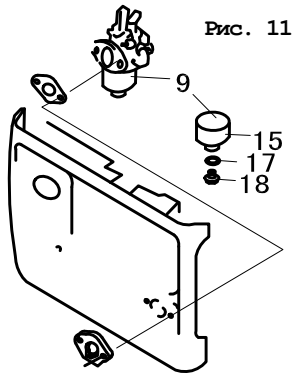

Рис. 11
9.5.3. Слить топливо из поплавковой камеры поз. 15 карбюратора, вывинтив болт поз. 18 (рис. 11), придерживая камеру поз. 15. После слива установить болт на место и затянуть.